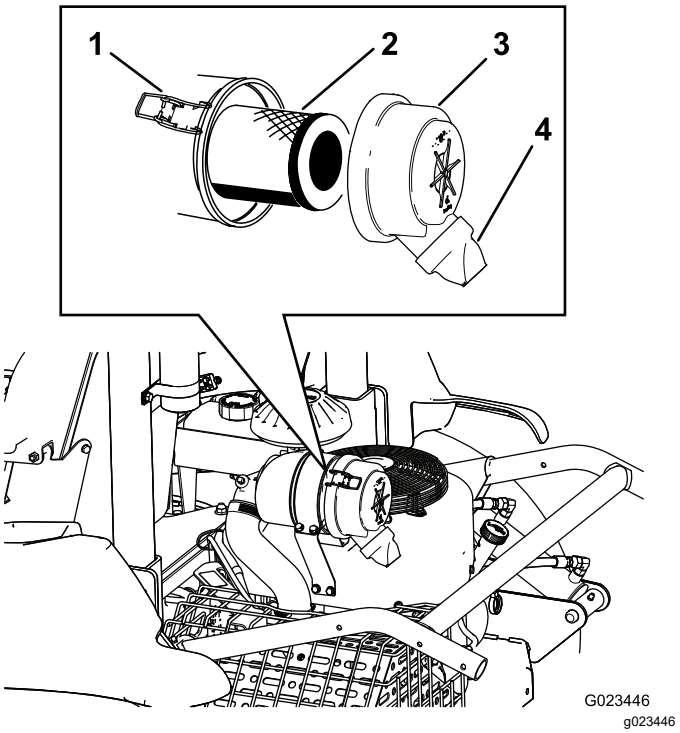

Rysunek 42
2. Zwolnij zaczepy mocujące pokrywę filtra powietrza do obudowy filtra powietrza (Rysunek 42).